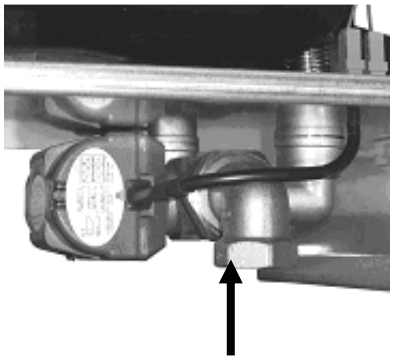

Bild 4
- Saugleitung mit der Verschraubung des McRain Plus dicht und fest verbinden, siehe Bild 4.